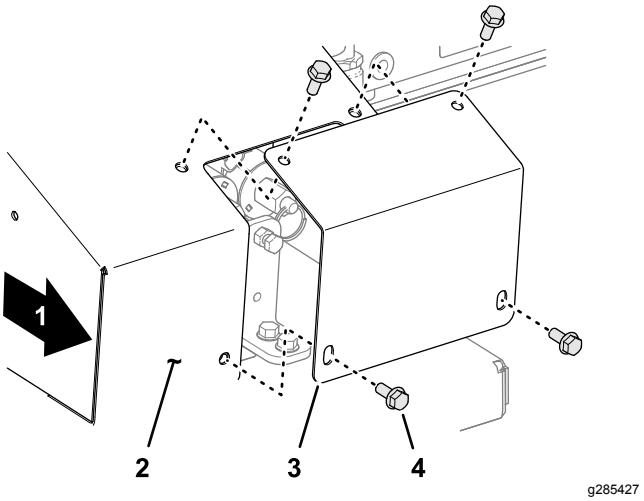

Figur 28
1. På højre side af maskinen skal du fjerne de 4 maskinskruer med flangehoved, der fastgør dækpladen til omgåelse (Figur 28).